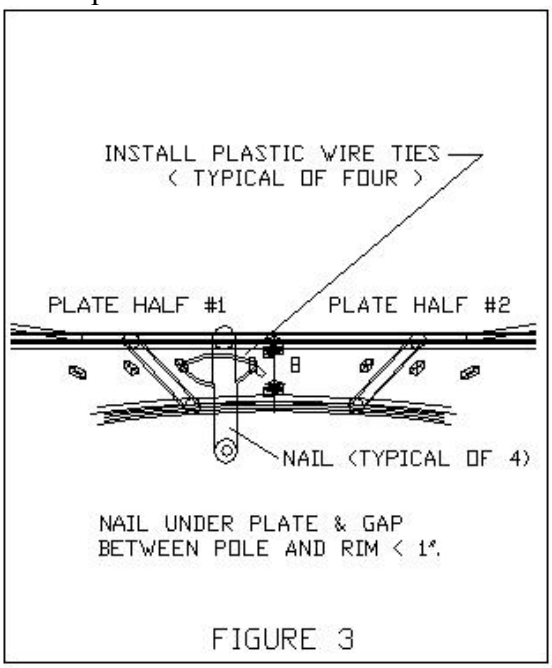

FIGURE 3
9. Fasten plate to nails with wire ties as shown in Figure 3.